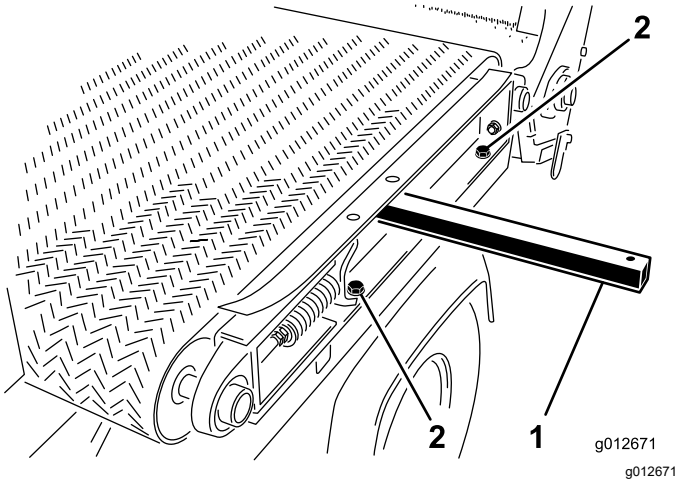

Figuur 34
5. Maak aan de linkerkant van de machine 2 inbusbouten en 2 ringen los waarmee de glijframerail is bevestigd aan het linker spatscherm (Figuur 34).
1. Plaats een hefstang door de opening aan de linker glijframerail en breng de hefstang omhoog om de framerail lichtjes te kantelen; zie Figuur 34 in De glijband demonteren (bladz. 24).